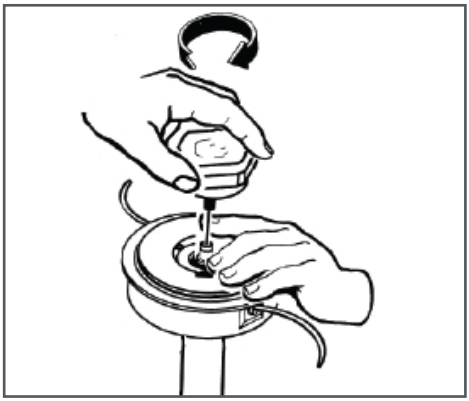

Рис. 15 Закручивание гайки крепления триммерной головки
9. Удерживая одной рукой катушку с кордом в корпусе триммерной головки, другой рукой закрутите гайку крепления триммерной головки по часовой стрелке (Рис. 15). После этого потяните одновременно за оба конца корда для того, чтобы освободить корд из специальных пазов в катушке.